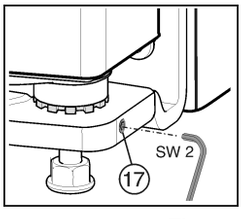

*Fig. 30*
▶ Dévisser un peu la vis sans tête *Fig. 30 (17)* (maximum un tour !).
▶ Resserrer la tige filetée *Fig. 30 (17)* pour fixer le pivot.